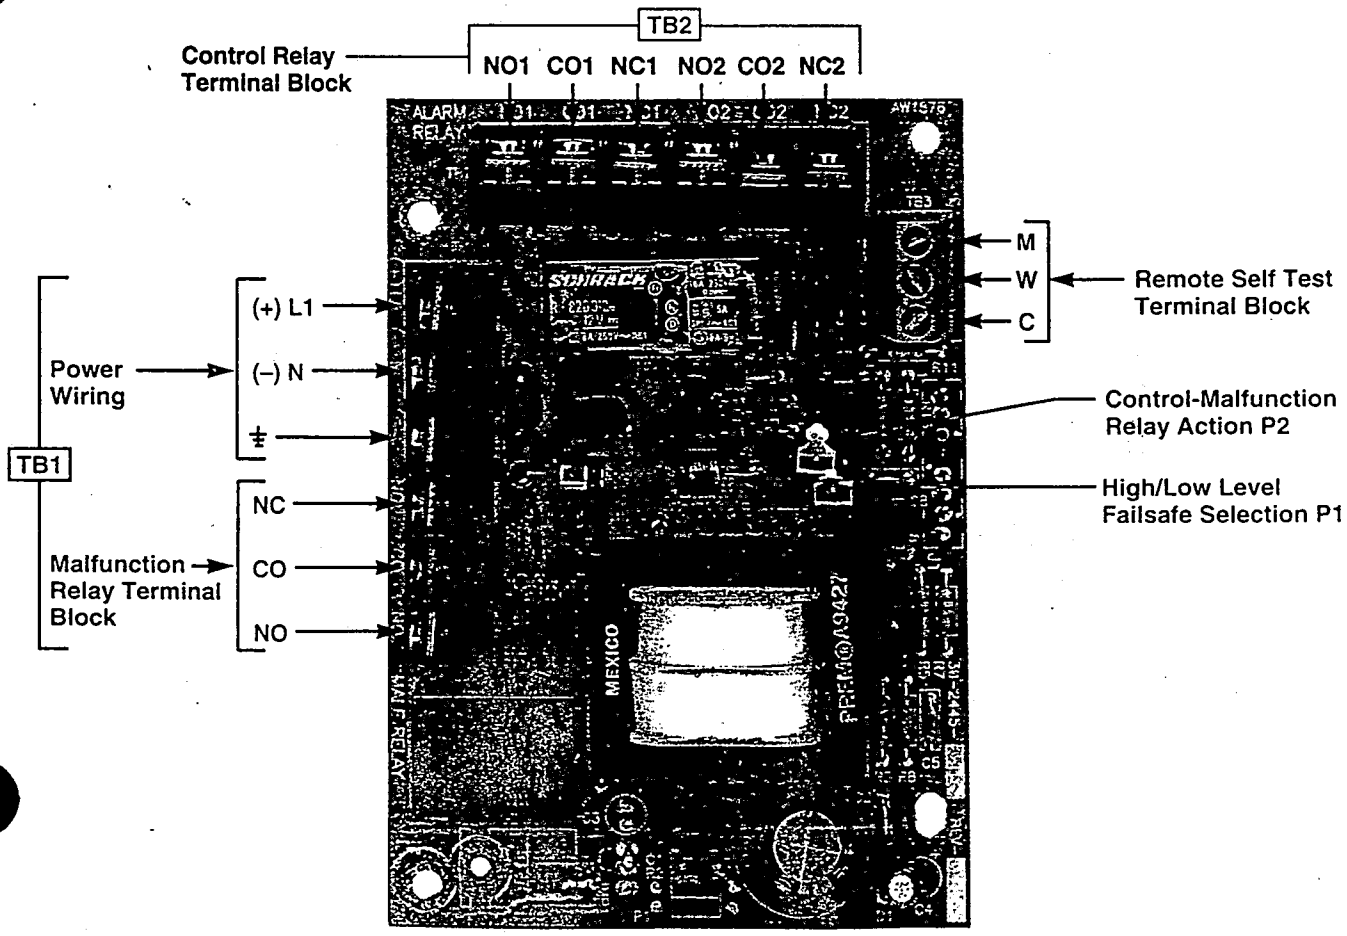

Figure 4
5. Run power leads to power terminal block TB1 on left side of power supply PC board. Power to properly marked terminals ((+)L1, (–)N and ⏚). Refer to Figure 4 for 120/240 VAC version.
8. If using the malfunction relay, run wiring to lower portion of TB1 as shown in Figure 4.
5. Run power leads to power terminal strip on left side of PC board. Refer to Figure 4 on page 3.